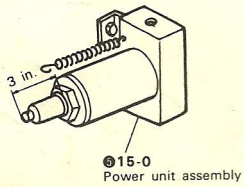

Fig. 2
4) When setting the new power unit assembly, extend the Piston rod by approx. 3 inches. **(Fig.2)**